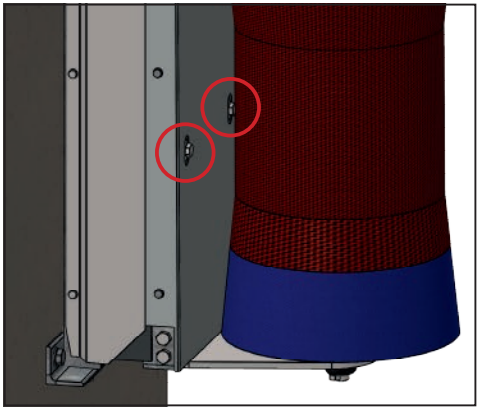

Abbildung 5: Transportsicherungsschraube entfernen
4. Transportsicherungsschrauben (2 Stück) entfernen und für spätere Verwendung aufbewahren. (Abb. 5)